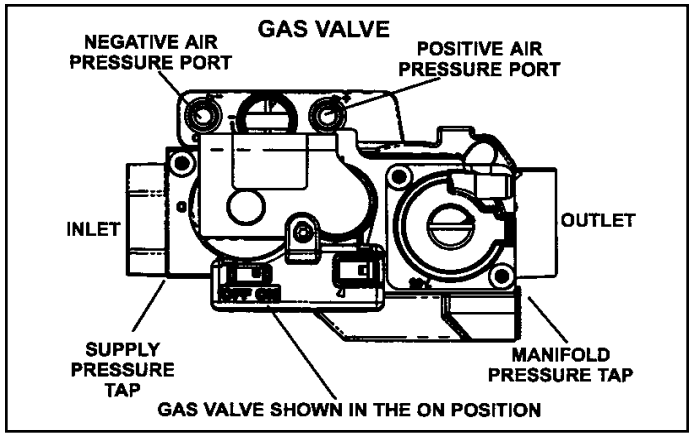

Figure 50.
See Figure 50
6. Move the gas valve switch to the OFF position. See Figure 50.
8. Move gas valve switch to the ON position. See Figure 50. **DO Not** force.